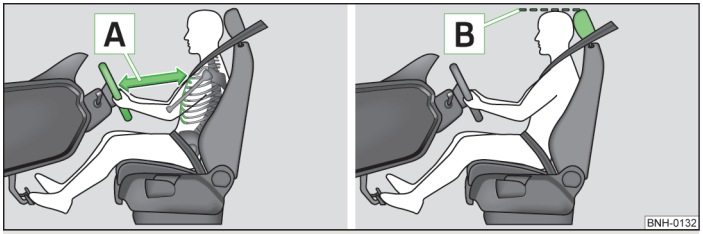

Fig. 76 **The correct distance of the driver to the steering wheel/The correct head restraint adjustment**
- Adjust the steering wheel so that the distance A » Fig. 76 between the steering wheel and your chest is at least 25 cm.
- Adjust the head restraint so that the top edge B » Fig. 76 » page 92 of the head restraint is at the same level as the upper part of your head[1].
- Adjust the head restraint so that the top edge B » Fig. 76 » page 92 of the head restraint is at the same level as the upper part of your head.